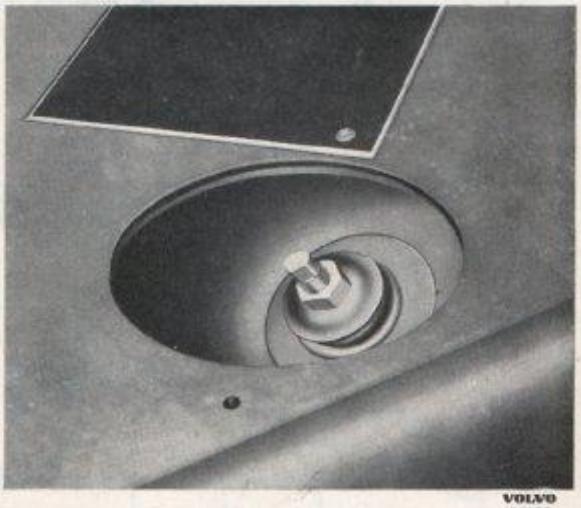

Bild 9-7. Övre infästning av bakre stötdämpare
1. Demontera övre fästmutter, bricka och gummibussning genom hålet i bakre fönsterbrädan. Se bild 9-7.